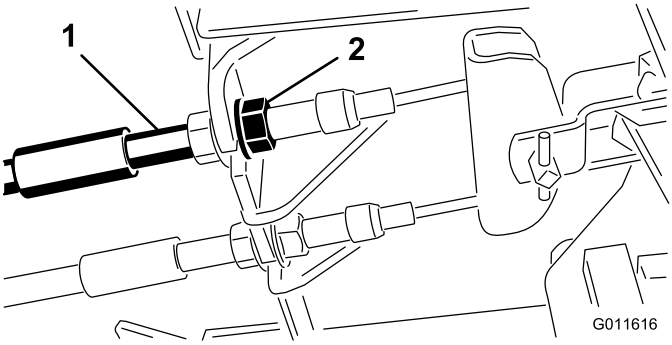

Figur 68
1. Tilspænd bremserne for at reducere bremsepedalernes frie vandring ved at løsne den forreste møtrik på bremsekablets gevindende (Figur 68).